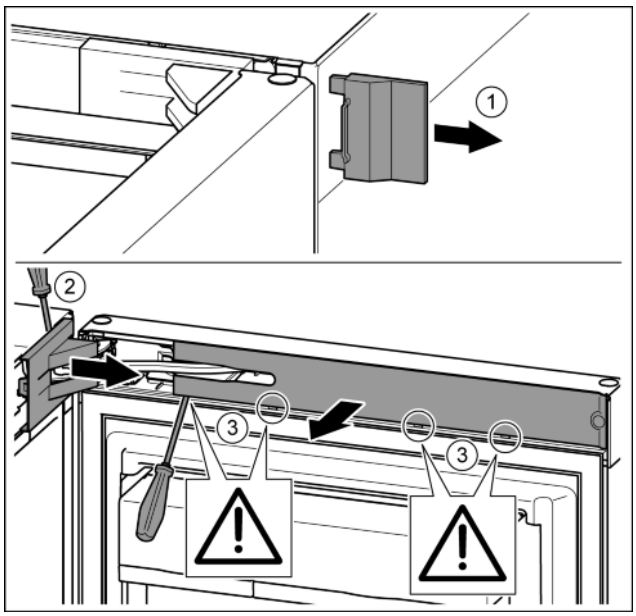

Fig. 11
▶ Sejměte vnější kryt. *Fig. 11 (1)*
▶ Šroubovákem odjistěte a uvolněte kryt stojanu ložiska. Sejměte kryt stojanu ložiska. *Fig. 11 (2)*
▶ Plochým šroubovákem odjistěte lištu a otočte ke straně. *Fig. 11 (3)*